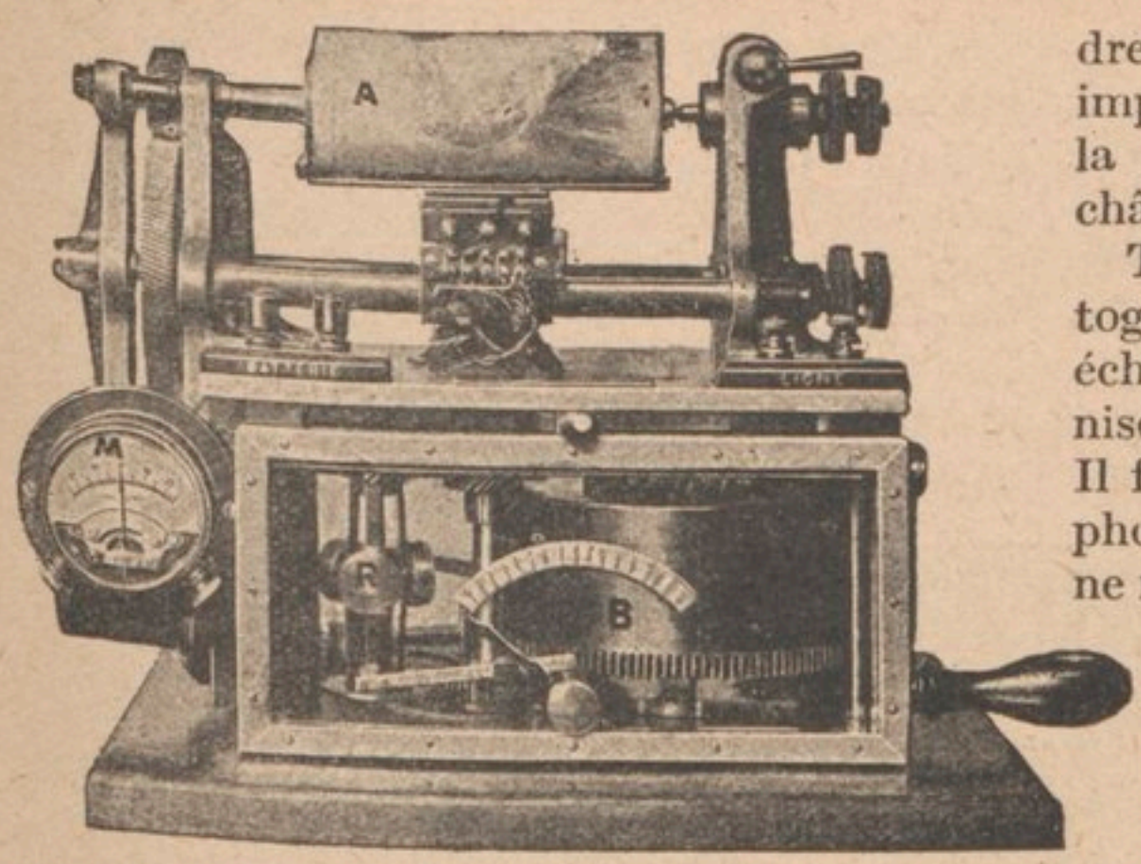

FIG. 12. — PHOTOTÉLÉGRAPHE PORTATIF BELIN
M. Belin inventa, en 1912, un *phototélégraphe portatif* d'un volume et d'un poids minimes (fig. 12). Il constitue un poste transmetteur complet, qu'on peut brancher sur une ligne téléphonique aboutissant à la station éloignée dont nous verrons tout à l'heure les organes de réception. La transmission repose encore sur les propriétés que possède la gélatine bichromatée.